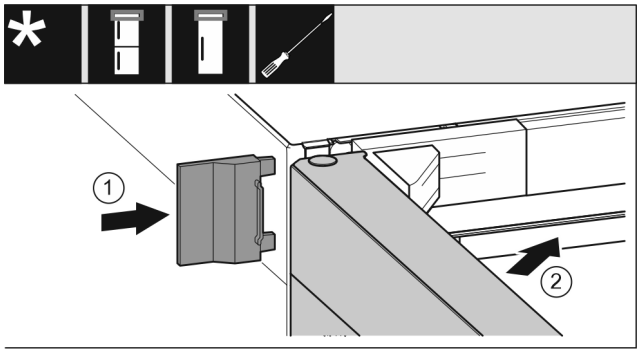

Fig. 19
- ▶ Надвиньте внешнюю крышку. *Fig. 19 (1)*
- ▶ Закройте верхнюю дверь. *Fig. 19 (2)*